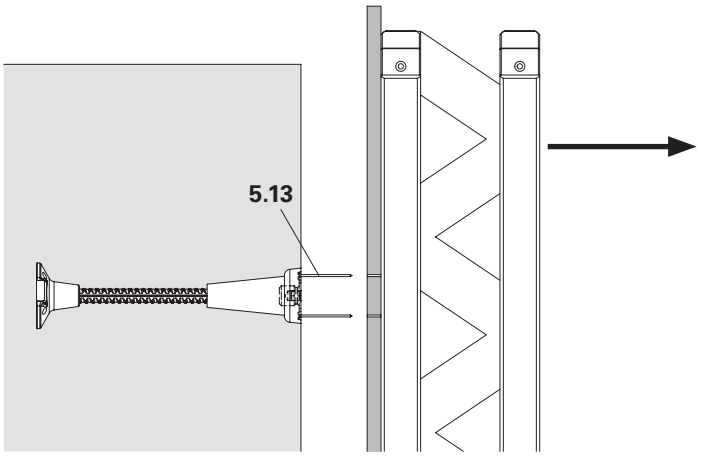

Abb. A2.22
3. Schalung zurückfahren (Abb. A2.22).